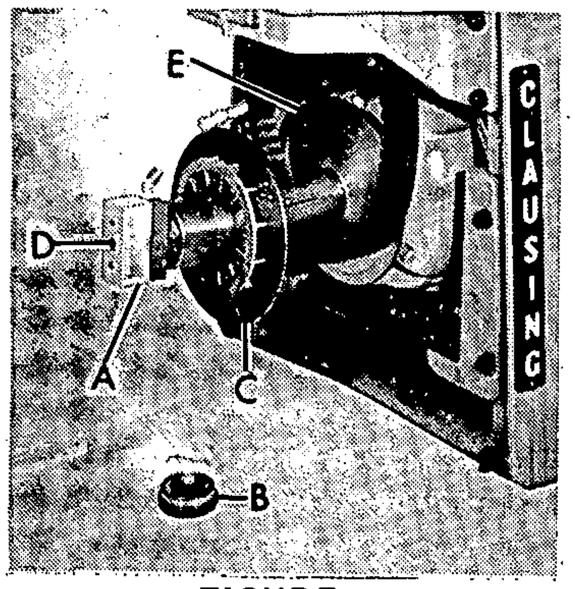

FIGURE 5
3. Press new hydraulic cylinder (A) assembled (less outer bearing assembly B) into outer half of variable pulley (C).
4. Slide outer half of variable pulley (C, fig. 5) with hydraulic cylinder assembly (A) onto shaft (D) and inner half of variable pulley (E) being sure key and key way in pulley line up.
5. Slide outer bearing assembly, consisting of bearing holder, outer bearing, bearing spacer and locknut (B, fig. 5) onto shaft (D).